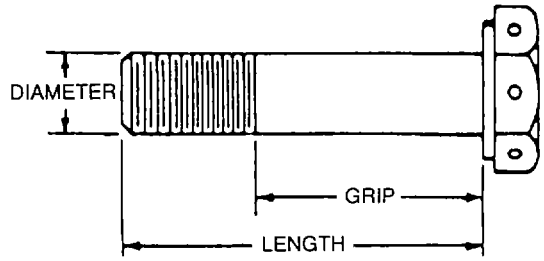

Figure 2-3. Drilled Head Bolt
f. Drilled Head Bolts. Drilled head bolts, as shown in figure 2-3, differ from the standard hexagon head bolts. The drilled head bolt has a deeper head, which is drilled for securing with lockwire. Each face of the bolt head is drilled. Use discrimination when substituting drilled head bolts for hexagon head bolts. When drilled head bolts are used as capscrews, spring lockwashers may be used when specified